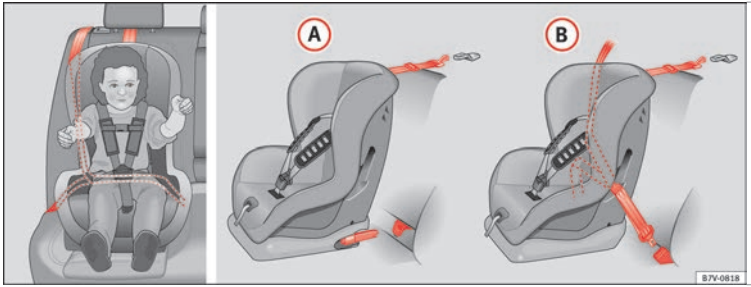

Fig. 24 On the rear seats: Possible installations for the child seat.
Figure ››› **Fig. 24** (A) shows the basic child restraint system mounting using lower retaining rings and the upper retaining strap. Figure ››› **Fig. 24** (B) shows the child restraint system mounting using the vehicle seat belt.